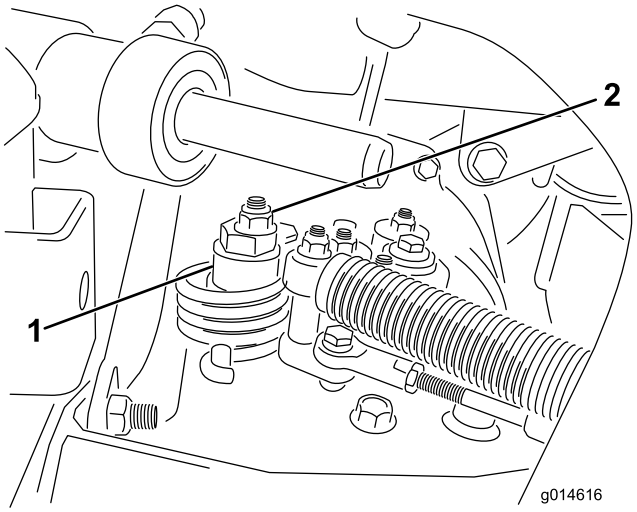

Figur 53
A. Løsne mutteren som fester eksenteren til toppen av hydrostaten (Figur 53).
C. Stram eksenteren til den ikke beveger seg i noen retning. Når hjulet ikke lenger roterer, må du stramme mutteren som låser eksenteren og justeringen (Figur 53). Kontroller justeringen med gassen i sakte- og hurtigstillingene.